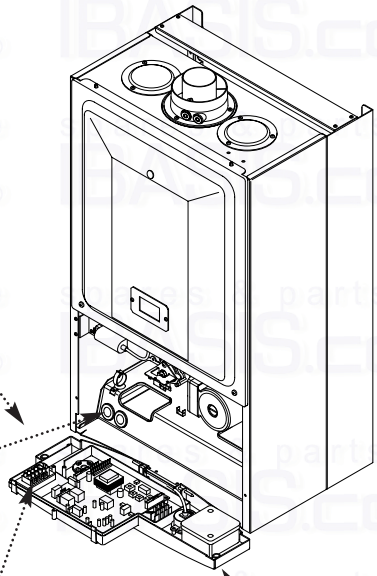

Fig. 24
2. Remove the screws securing the facia panel and hinge it down (Fig. 24).